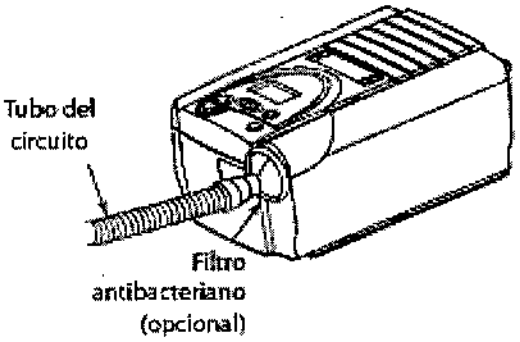

Figura 3 – Conexión del tubo a la salida
1. Conecte un extremo del tubo del circuito a la salida del filtro antibacteriano (si va a utilizar uno) y conecte la entrada del filtro antibacteriano al conector de mayor tamaño en el sistema Harmony, tal como se ilustra en la figura 3.